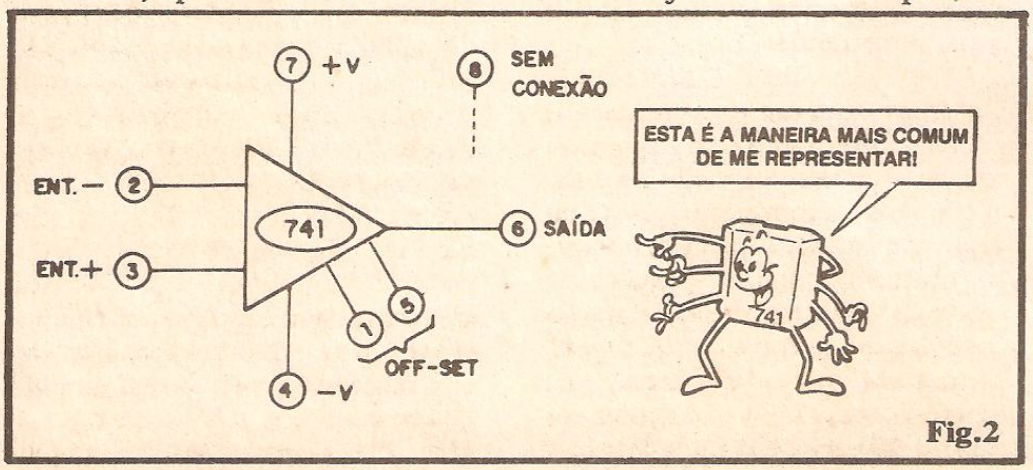

Fig.2
- FIG. 2 - CONFERINDO A PINAGEM (FUNÇÕES E PARÂMETROS) - O bloco triangular visto na figura constitui a maneira convencional de representar um módulo amplificador nos esquemas e diagramas de circuitos... O Leitor/"Aluno" verá muitas vezes essa estilização, ao longo do nosso "Curso"... Observando a ilustração, vamos relacionar pinos e funções, para que não fiquem dúvidas ao Leitor/"Aluno", durante eventual utilização prática do Integrado: